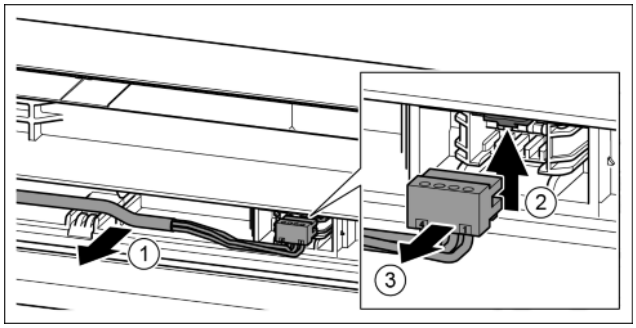

Fig. 24
▶ Sortir délicatement le câble gris du guide dans la porte. *Fig. 24 (1)*
▶ Pousser la languette vers le haut. *Fig. 24 (2)*
▶ Sortir délicatement le connecteur. *Fig. 24 (3)*